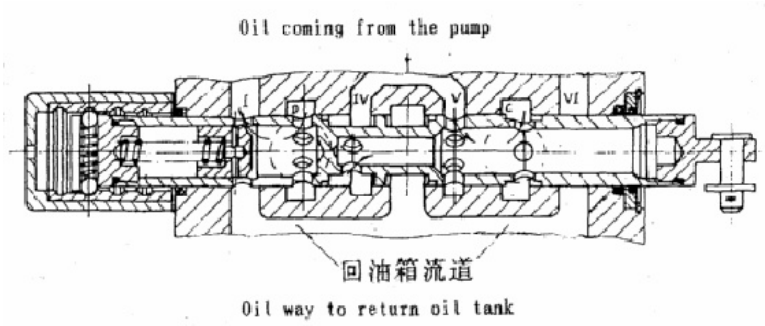

Fig. 3.7-6 The lower position of slide valve for moving arm
(5) Lower the moving arm. Fig. 3.7-6.